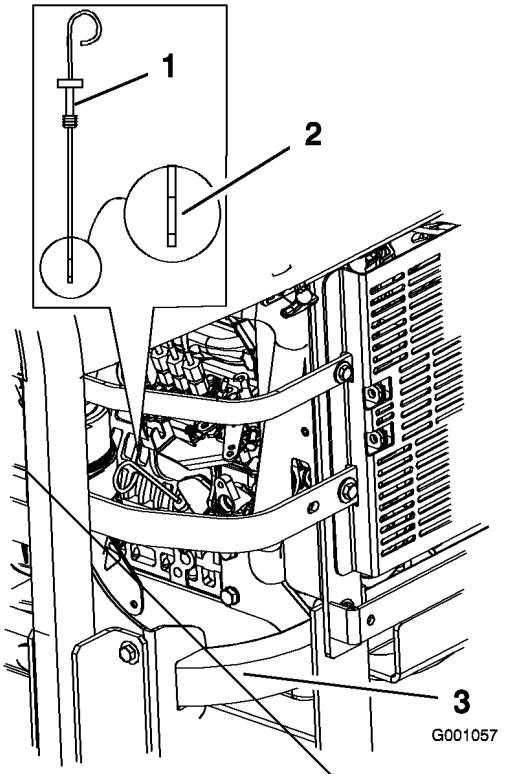

Figur 36
3. Gör rent omkring oljestickan (Figur 36) så att smuts inte kan falla ned i påfyllningshålet och orsaka motorskador.
4. Dra ut oljestickan och torka av metalländen (Figur 36).
5. Stick ner oljestickan helt i påfyllningsröret. Dra ut oljestickan och titta på metalländen (Figur 36). Om oljenivån är låg häller du långsamt i tillräcklig mängd olja i påfyllningshålet för att höja nivån till markeringen Full.